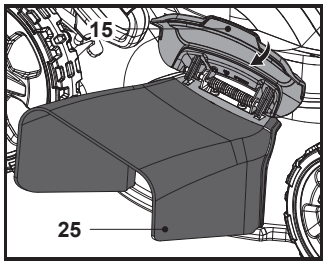

Fig. 15
4. Eliberează cu grijă deflectorul lateral (15) (fig. 15), iar accesoriul de evacuare laterală (25) este gata de utilizare.